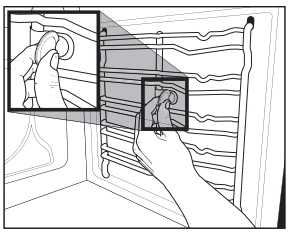

Afb.4
1. Verwijder de schroeven en de bijbehorende plaatjes rechts en links, met behulp van een munt of een gereedschap (Afb.4).